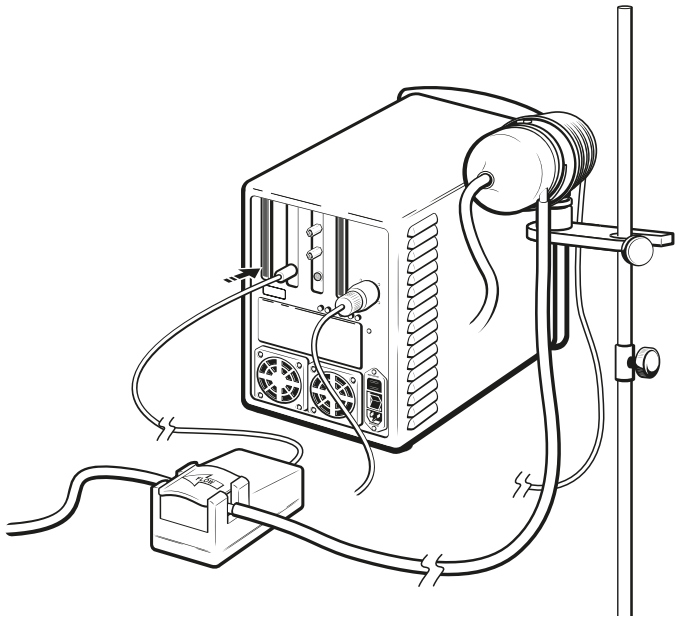

Abbildung 3-6. Anschließen des Flussmessumformerkabels am Grundgerät
1. Stecken Sie das Kabel des Flussmessumformers in den entsprechenden Anschluss an der Rückseite des Grundgeräts (siehe Abbildung 3-6).